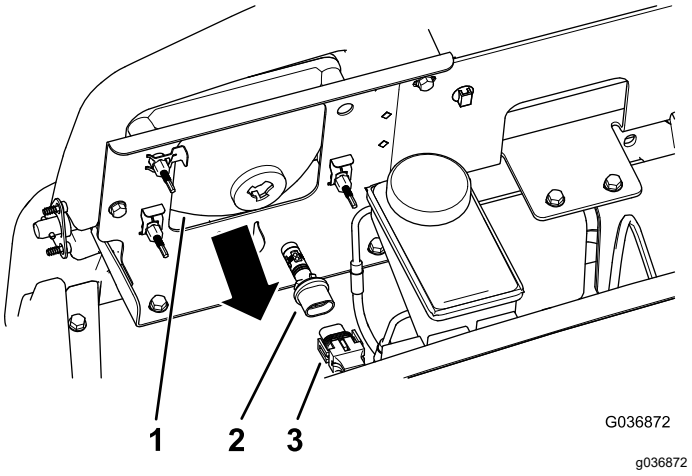

Figuur 52
3. Maak de elektrische aansluiting voor de kabelboom los van de lampaansluiting aan de achterkant van de behuizing van de koplamp (Figuur 52).
4. Draai de lamp een kwartslag linksom en duw ze naar achteren, uit de behuizing van de koplamp (Figuur 52).
5. Monteer de nieuwe lamp en de nieuwe behuizing voor de koplamp; lijn de lipjes van de lamp uit met de sleuven in de behuizing van de koplamp (Figuur 52).
6. Bevestig de lamp door deze een kwartslag rechtsom te draaien (Figuur 52).
7. Koppel de elektrische aansluiting voor de kabelboom aan op de aansluiting van de nieuwe lamp (Figuur 52).